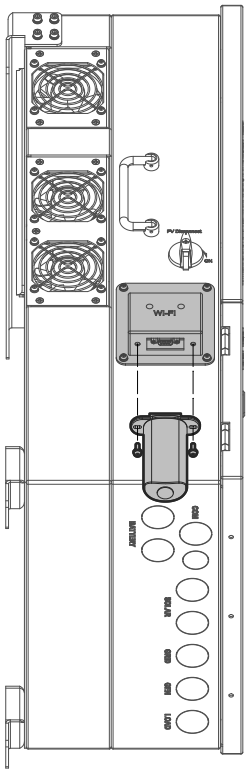

Figura 34: Conectando el Dongle Wi-Fi al Sol-Ark 8K-2P-N
C. Ensamblar la carcasa y conectar el dongle al Sol-Ark. Asegurar con tornillos (véase la figura 34). Se observará una luz roja sólida y posteriormente una luz verde después de un par de minutos.